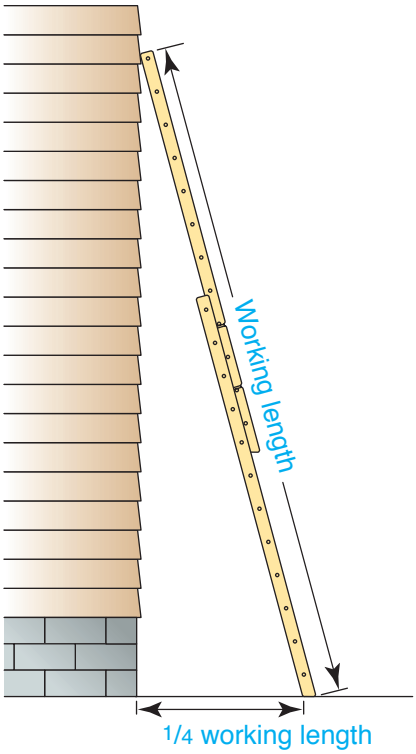

Figure 7-3 Extension Ladder Setup
- Always make sure that both side rails are fully supported at top and bottom, as shown in **Figure 7-3**.
Step 5 Check the angle, height, and stability at top and bottom (see Figure 7-3 on page 201).